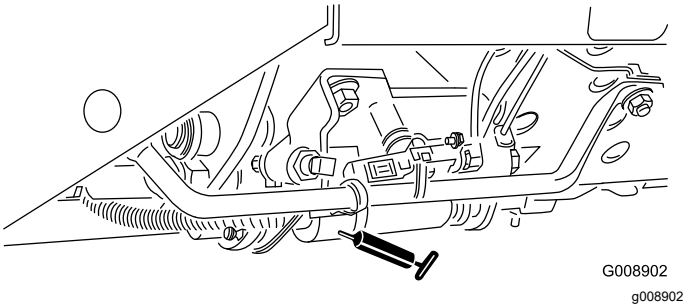

Figura 41
- Patilha Corte/Transporte (Figura 41)